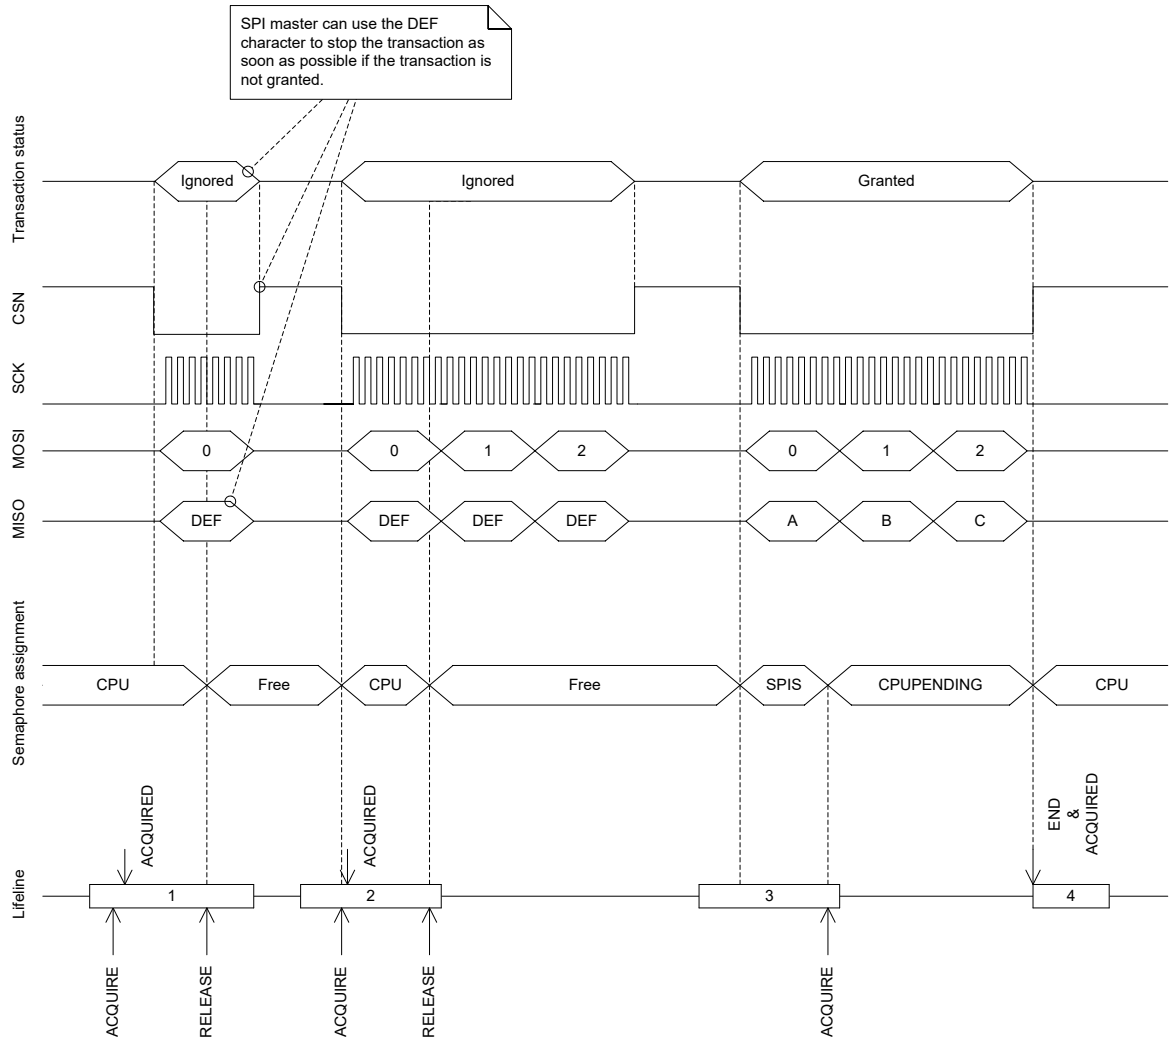

Figure 76: SPI transaction when shortcut between END and ACQUIRE is enabled
See *Figure 76: SPI transaction when shortcut between END and ACQUIRE is enabled* on page 298.
Before the CPU can safely update the RXD.PTR and TXD.PTR pointers it must first acquire the SPI semaphore. The CPU can acquire the semaphore by triggering the ACQUIRE task and then receiving the ACQUIRED event. When the CPU has updated the RXD.PTR and TXD.PTR pointers the CPU must release the semaphore before the SPI slave will be able to acquire it. The CPU releases the semaphore by triggering the RELEASE task. This is illustrated in *Figure 76: SPI transaction when shortcut between END and ACQUIRE is enabled* on page 298. Triggering the RELEASE task when the semaphore is not granted to the CPU will have no effect.
The SPI slave will try to acquire the semaphore when CSN goes low. If the SPI slave does not manage to acquire the semaphore at this point, the transaction will be ignored. This means that all incoming data on MOSI will be discarded, and the DEF (default) character will be clocked out on the MISO line throughout the whole transaction. This will also be the case even if the semaphore is released by the CPU during the transaction. In case of a race condition where the CPU and the SPI slave try to acquire the semaphore at the same time, as illustrated in lifeline item 2 in *Figure 76: SPI transaction when shortcut between END and ACQUIRE is enabled* on page 298, the semaphore will be granted to the CPU.